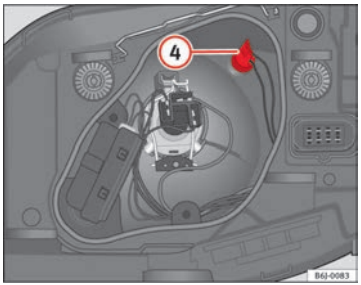

Fig. 159 Side lights
– Remove the bulb holder (4) ⇒ Fig. 159 outwards.